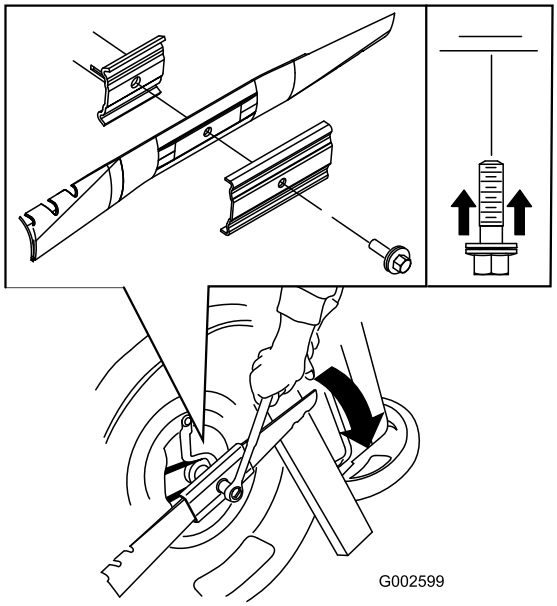

Figur 45
3. Håll kniven stilla med hjälp av en träkloss (Figur 45).
4. Ta bort kniven och spara alla monteringsdelar (Figur 45).
5. Sätt fast den nya kniven och alla monteringsdelar (Figur 45).